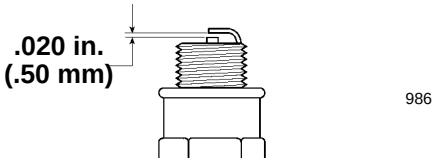

Figure 30
5. Set the gap on the new plug to 0.020 in. (0.50 mm) (Fig. 30).